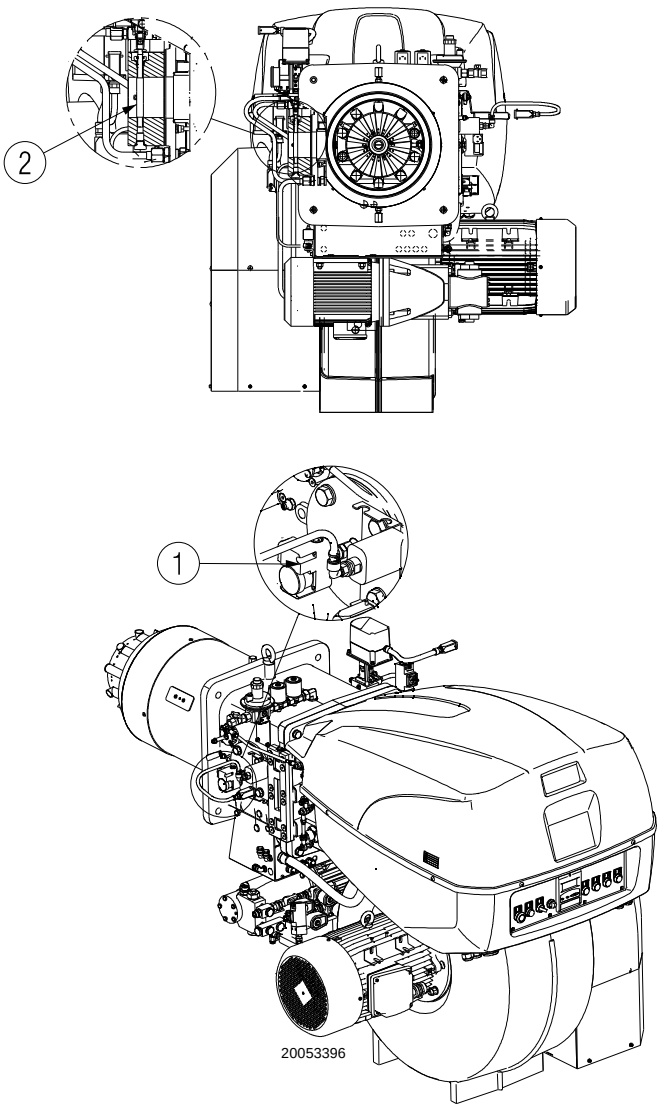

Fig. 27
Gas pressure measured at test point 1)(Fig. 27), with:
Pressure loss at gas butterfly valve 2)(Fig. 27) with maximum opening: 90°.
– Subtract the combustion chamber pressure from the gas pressure measured at test point 1) (Fig. 27).
To calculate the required gas pressure at test point 1) (Fig. 27), set the maximum modulating output required from the burner operation:
– read, on the right (column 1), the pressure at the test point 1) (Fig. 27).
pressure required at test point 1)(Fig. 27).